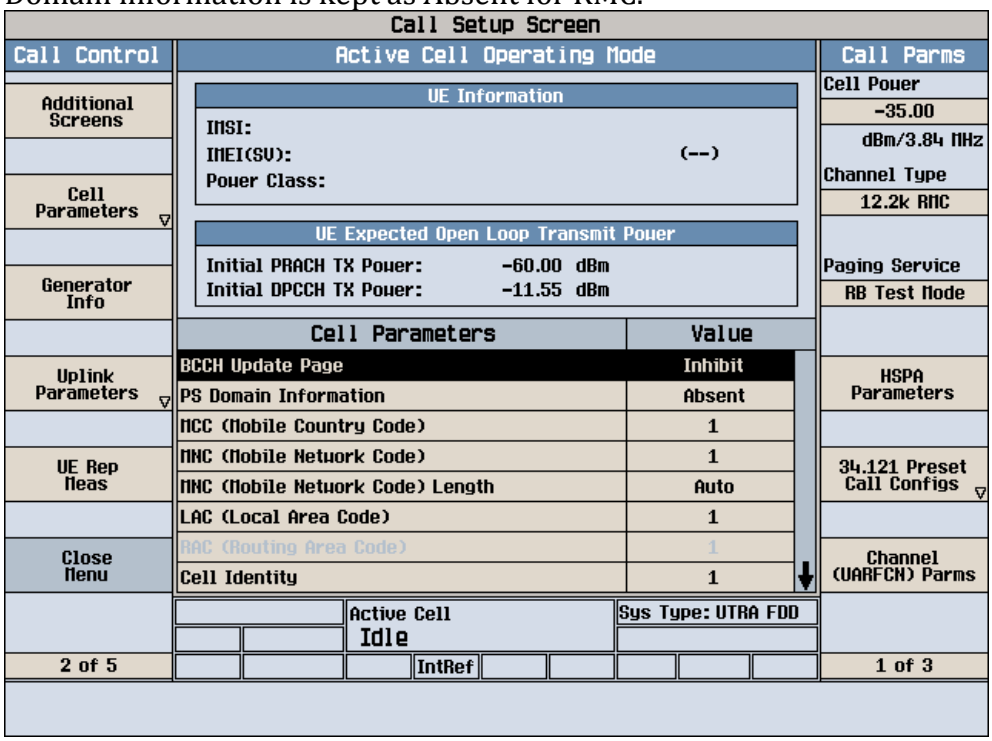
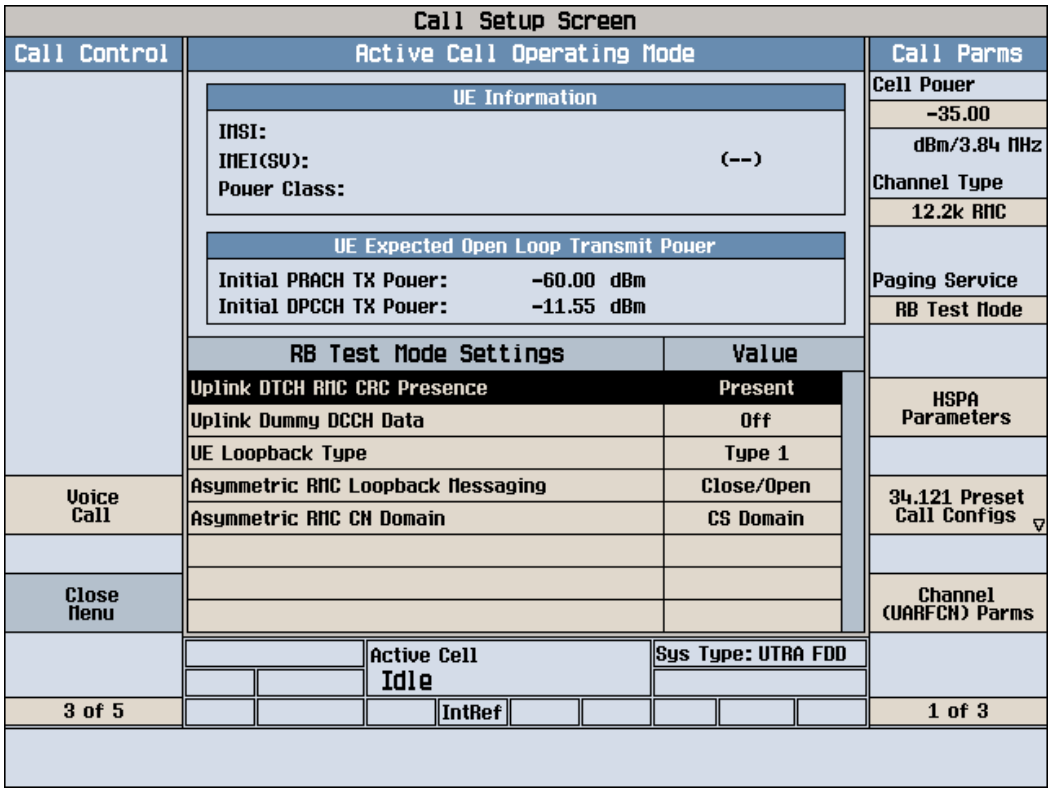

Figure 5: Cell Parameters
Figure 7: RB Test Mode Settings
2. For HSDPA and HSUPA, the settings remain same as the case for RMC but the PS Domain is made Present for Cell Parameters (Figure 5) and RB Test Mode Setup (Figure 7).